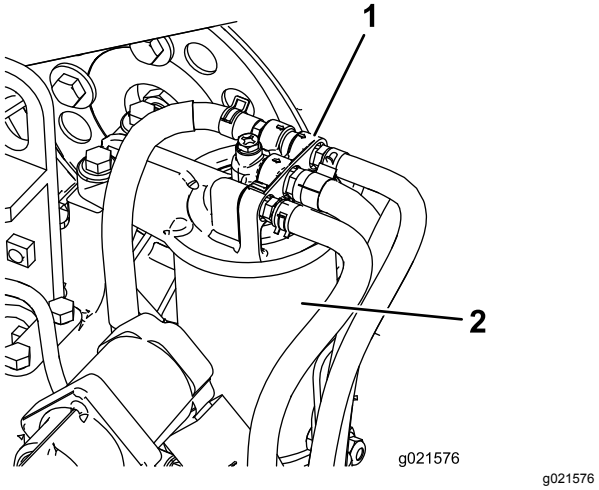

**Figur 60**
1. Rengør området omkring brændstoffilterhovedet (Figur 60).
2. Afmonter filteret, og rengør filterhovedets monteringsflade (Figur 60).